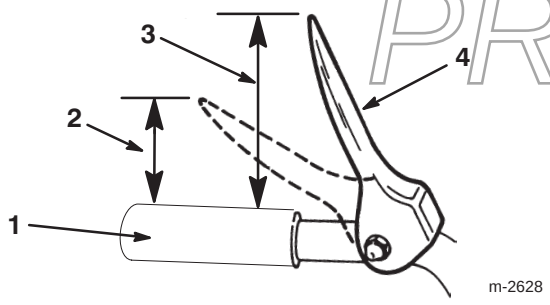

Figur 12
5. Mål avstanden mellom toppen av håndgrepet og bunnen av spiralbladets/viftehjulets drivkontrollspak. Denne avstanden skal være om lag 10 cm, som vist i figur 12.
Obs: Kraften du må bruke til å presse spaken, økes merkbart når du fjerner dødgangen fra drivremmen til spiralbladet/viftehjulet (omtrent en halvdel av spakbevegelsen). Justeringen er korrekt når kraften **begynner** å øke og avstanden mellom toppen av håndtaket og bunnen av spiralbladets/viftehjulets drivkontrollspak er 5 cm, som vist i figur 12.